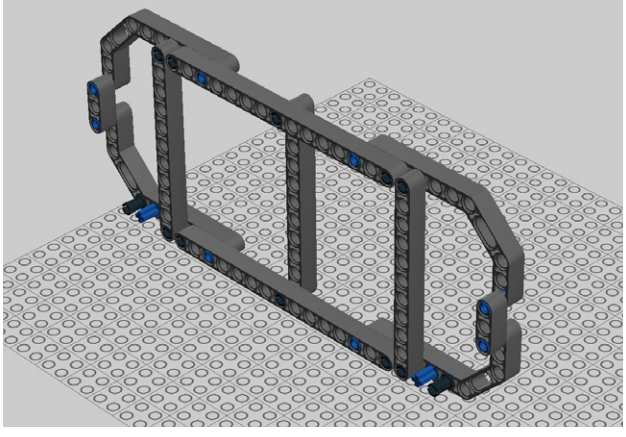

Figure 4-13. *Step 8: Make one just like this*
8. Take what you have so far (Figure 4-13) and build another one just like it!